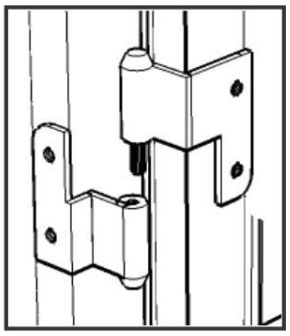

Figure 2
Attach Doors (S) and (T) by sliding door lift hinges into the side panel lift hinges. (See Figure 2)